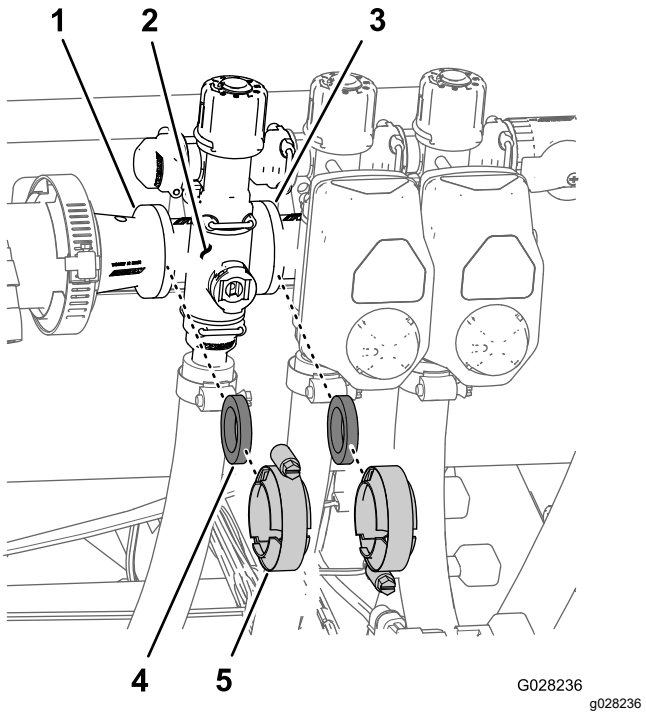

Figura 74
1. Remova as braçadeiras e juntas que prendem o coletor da válvula de seção (Figura 74) à válvula de seção adjacente (se for a válvula de seção esquerda e o acoplamento do redutor).